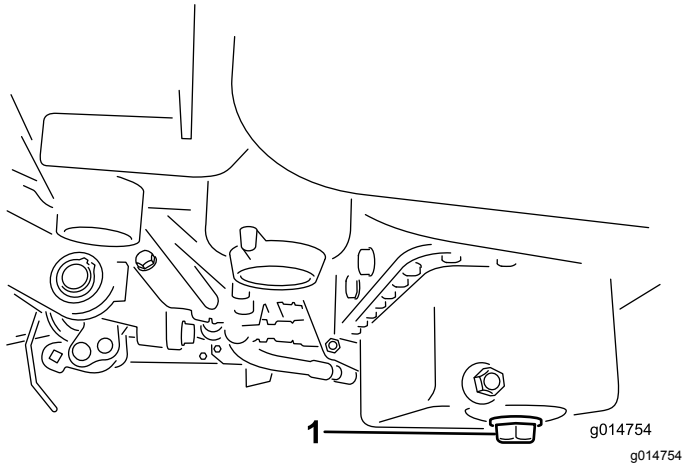

Figuur 30
1. Verwijder de aftapplug en laat de olie in een opvangbak lopen. Als er geen olie meer naar buiten stroomt, plaatst u de aftapplug terug (Figuur 30).